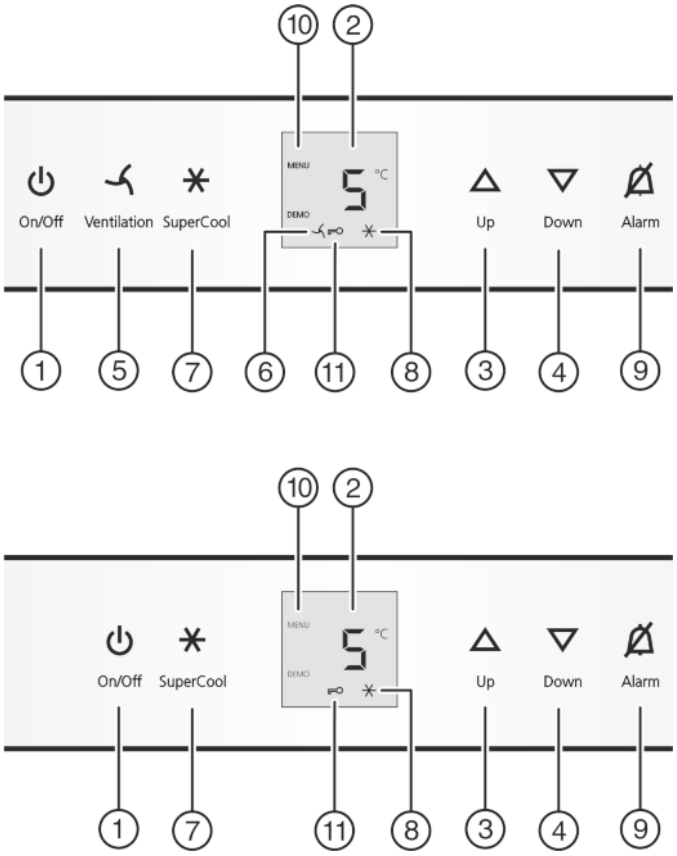

Fig. 2
▶ Press On/Off button *Fig. 2 (1)*.
▶ To activate the setting mode: press SuperCool button *Fig. 2 (7)* for about 5 s.
▷ The menu symbol *Fig. 2 (10)* shines.
▶ Briefly press theSuperCool button *Fig. 2 (7)* to confirm.
▶ to activate the child lock, briefly press the SuperCool button *Fig. 2 (7)*.
▷ The child lock symbol *Fig. 2 (11)* shines. **c** flashes in the display.
▶ to deactivate the child lock, briefly press the SuperCool button *Fig. 2 (7)*.
▷ The child lock symbol *Fig. 2 (11)* goes out. **c** flashes in the display.
▶ To deactivate the set-up mode: press On/Off button *Fig. 2 (1)*.
▶ Press alarm button *Fig. 2 (9)*.
▶ For a higher temperature setting: press Up button *Fig. 2 (3)*.
▶ For a lower temperature setting: press Down button *Fig. 2 (4)*.
▶ Briefly press SuperCool button *Fig. 2 (7)*.
▷ The SuperCool symbol *Fig. 2 (8)* lights up in the display.
▷ The SuperCool symbol *Fig. 2 (8)* goes out in the display.
▶ Briefly press the fan button *Fig. 2 (5)*.
▷ The fan symbol *Fig. 2 (6)* shines.